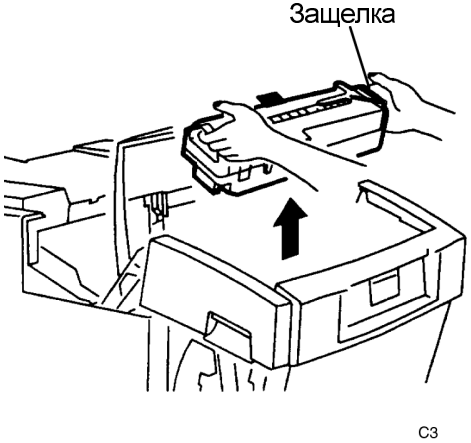

Рисунок 3. Снятие модуля фьюзера
3. (Рисунок 3): Освободите ручку защелки с правой стороны фьюзера.